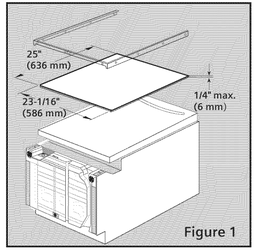

Figure 1
Accessory Door Panel kits allow you to install a custom panel (up to 1/4" thick) on your dishwasher. The panel dimensions are shown in Figure 1. Install the panel before sliding the dishwasher into place. Contact Customer Service to see if a kit is available for your model and to obtain ordering instructions.
Ce nécessaire permet d'installer un panneau sur mesure (jusqu'à 1/4 po d'épaisseur sur le lave-vaisselle. Les dimensions du panneau sont données à la figure 1. Installer le panneau avant d'insérer l'appareil en place. Communiquer avec le service à la clientèle pour savoir si un nécessaire est disponible pour le modèle acheté et obtenir les instructions de commande.
- ❑ Do the openings for electric cable, water line and drain hose routing through cabinet fit within the shaded area in figure 1?